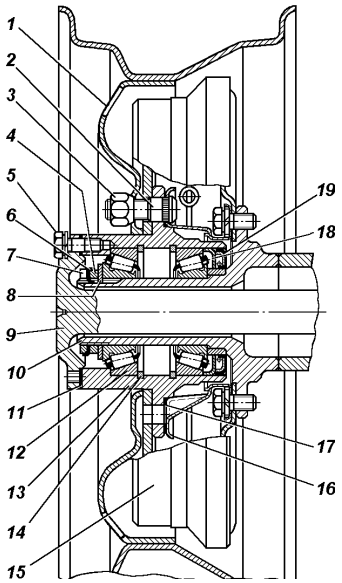

Рис. 9.50. Ступица заднего колеса:
2. Снимите колпак колеса (при комплектации легкосплавными колесами). Демонтируйте полуось 9 (рис. 9.50) заднего моста или ведущий фланец (или муфту отключения колес) у переднего моста.